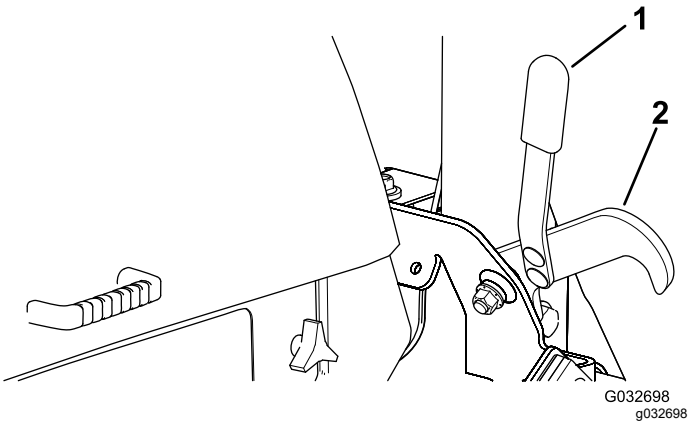

Figur 31
2. Vrid tändningsnyckeln till KÖRLÄGET när du sitter i sätet (Figur 31).